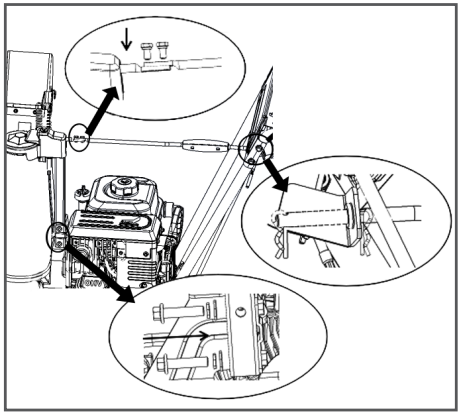

Рис. 5 Фиксация желоба на корпусе
b. Стойку механизма поворота желоба установите в кронштейн (Рис. 5) и закрепите ее двумя болтами М8 × 40 с пружинными и обычными шайбами.